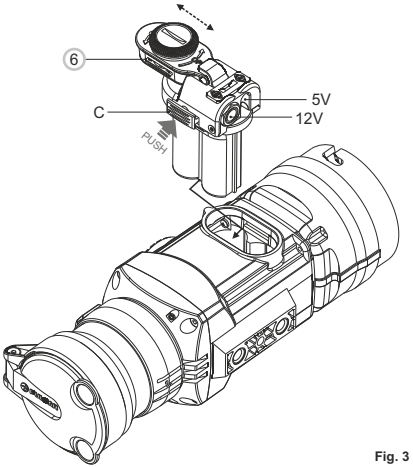

Fig. 3
- Installez l'adaptateur d'alimentation externe dans le compartiment à piles du monoculaire **(voir Fig. 3)**. Assurez-vous que les locquets de
- Fixez le couvercle **(6)** sur l'adaptateur **(voir Fig. 3)**.